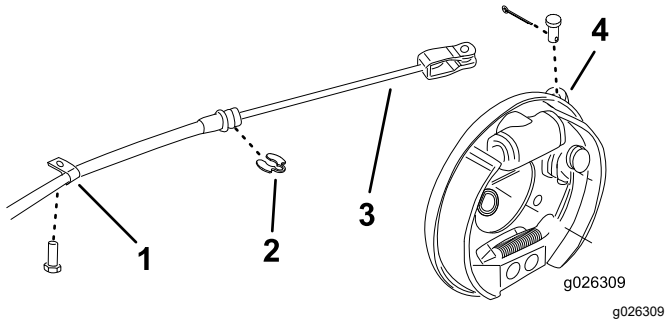

Figura 2
2. Retire os contrapinos e os pinos de forquilha que prendem os cabos do travão de estacionamento às alavancas de travão das rodas traseiras (Figura 2).
3. Retire os grampos em R e clipes C que prendem os cabos do travão à estrutura (Figura 2).